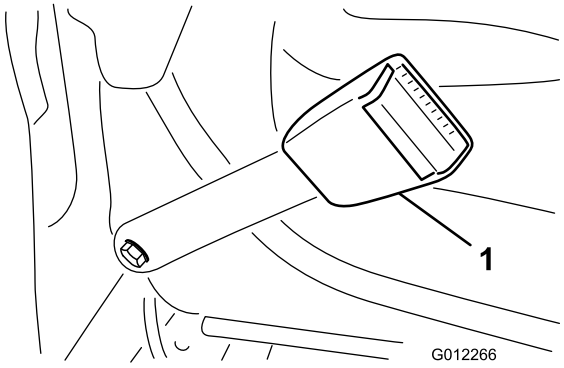

**Figur 6**
1. Montera varje ände av säkerhetsbälteshalvorna i hålen baktill på sätet med två skruvar (7/16 x 1 tum), planbrickor (7/16 tum) och låsbrickor (7/16 tum) (Figur 6).